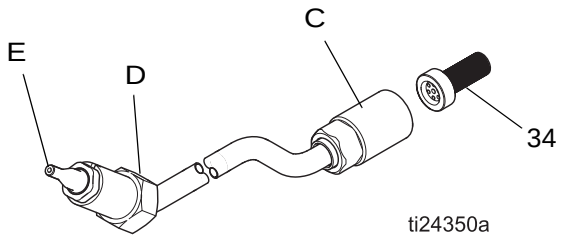

FIG. 25 Fluid Tube Replacement
2. Remove the air cap assembly, page 29. Remove the shroud (26).
3. Disconnect the bottom fluid tube nut (C). See FIGURE 25.